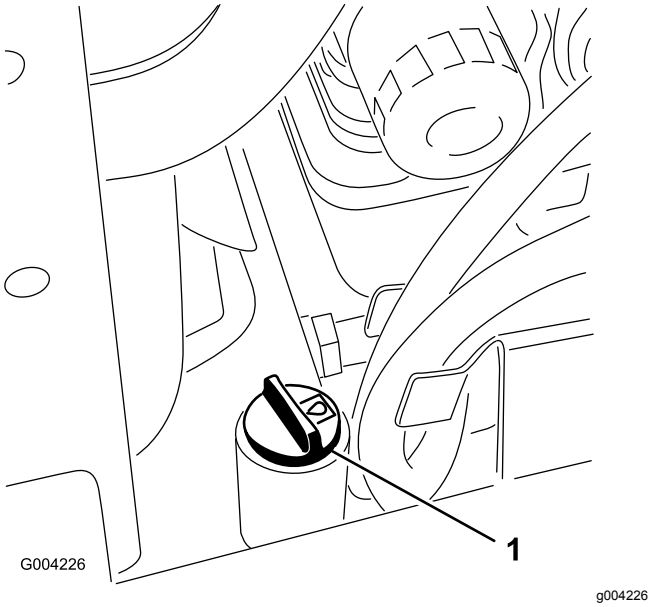

**Figur 59**
5. Gör rent omkring påfyllningsröret och hydraultanklocket (Figur 59).